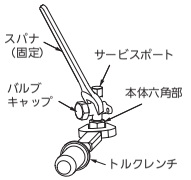

図9
- フレアナットを取りはずすとき、取り付けるときは、バルブキャップにスパナを掛けないでください。弁が壊れるおそれがあります。（図9）